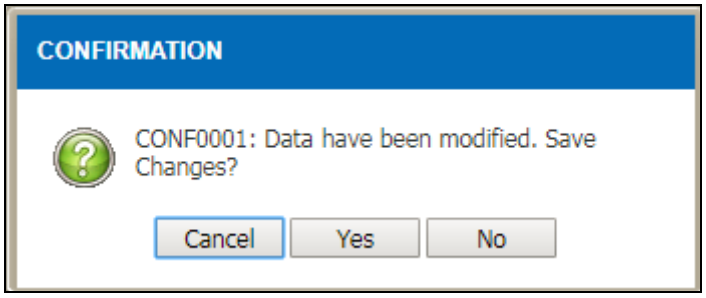

Figure 4.9-7 Confirmation Alert Message
- *Click on the X button to close window and alert message will be displayed as per Figure 4.9-7.*